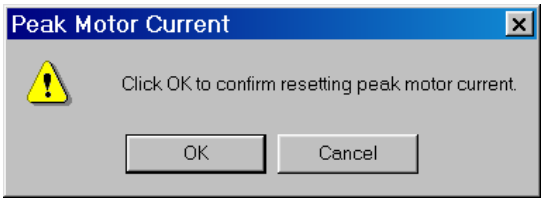

Figure 2-42 Peak Motor Current Profile Reset Confirmation Screen
5. To reset the Peak Motor Current Value to zero select "Reset Motor Current". TapTalk will display a "Peak Motor Current" reset configuration screen (Figure 2-42).